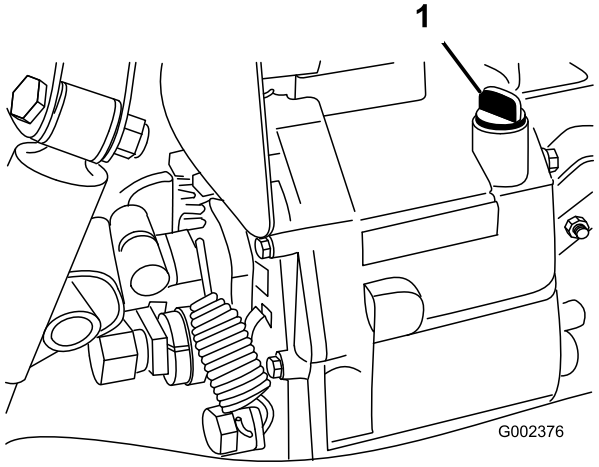

Figur 19
2. Rengjør området rundt peilestaven (Figur 19).